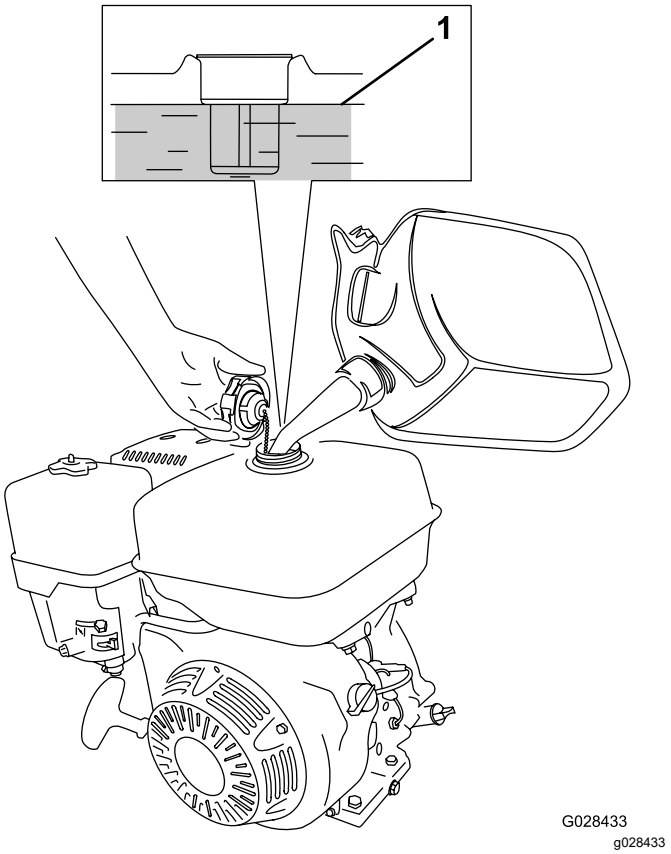

**Рисунок 16**
1. Очистите область вокруг крышки топливного бака и снимите крышку (Рисунок 16).